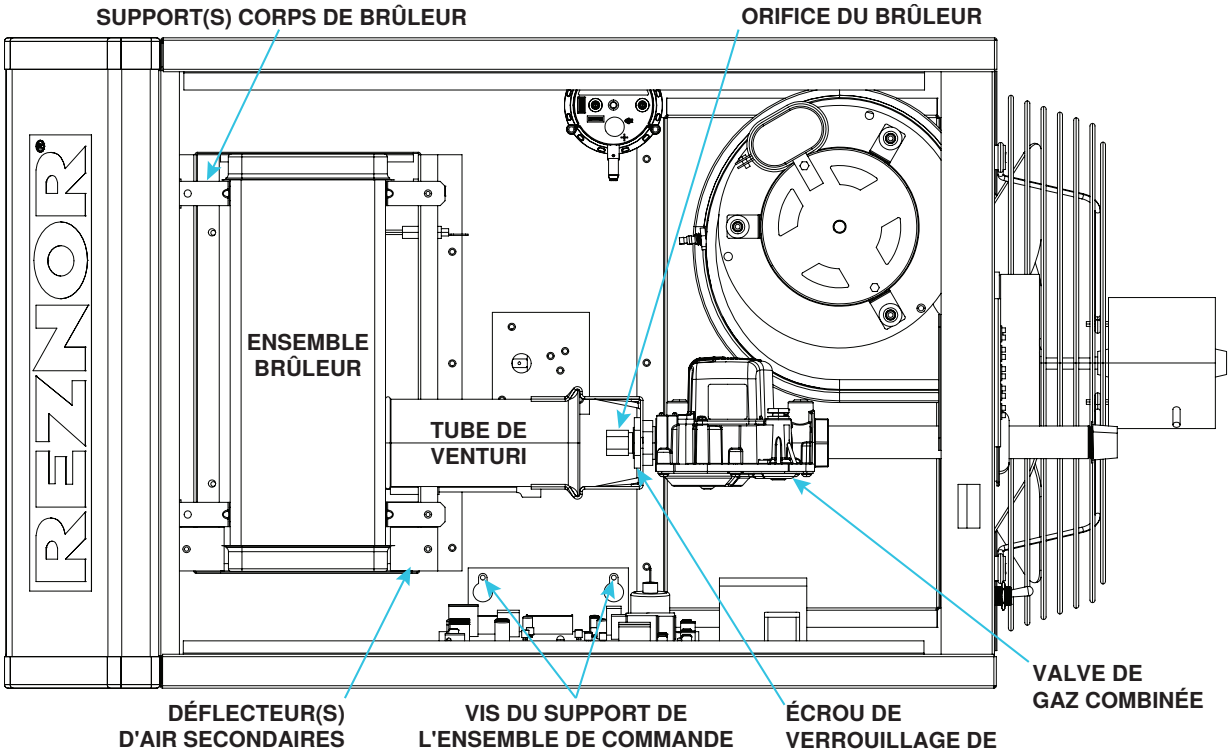

Figure 23. Compartiment du brûleur (typique)
Inspectez visuellement le compartiment du brûleur (voir **Figure 23**). S'il y a une accumulation de saleté, de poussière ou de charpie, nettoyez le compartiment, puis démontez et nettoyez le brûleur comme suit :
2. Démontez l'ensemble du brûleur (voir **Figure 23**) :
5. Réinstallez l'ensemble du brûleur (voir **Figure 23**) :